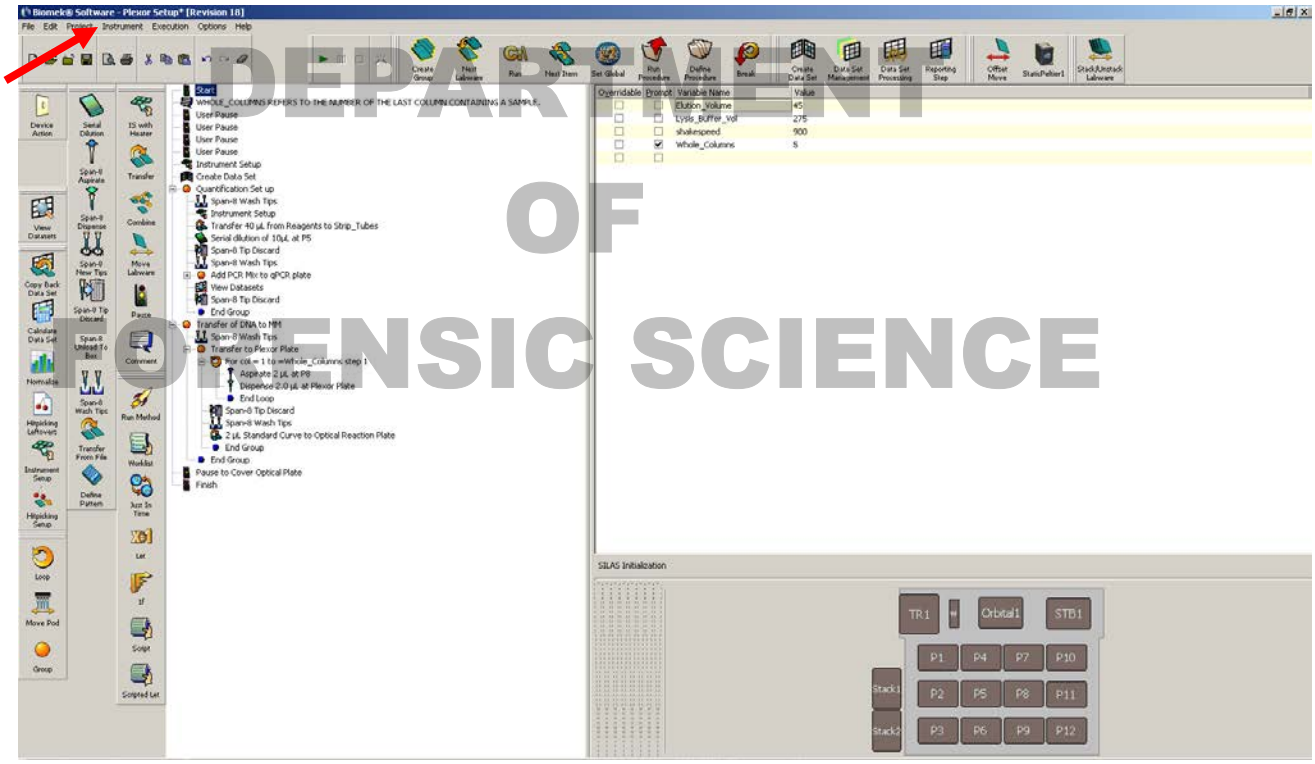

Figure 4. Window of the NX software showing the Plexor setup method. Red arrow points to the instrument drop-down window.
4.2.2 When the NX software opens up the window shown in Figure 4 will appear.